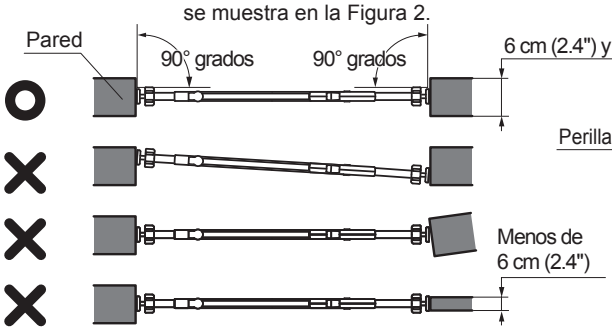
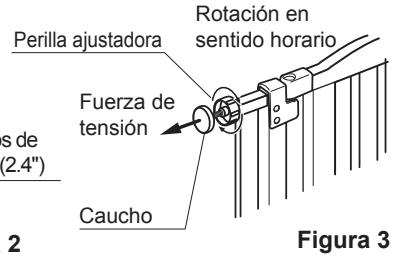

Figura 2
Figura 3
●Si el producto se ha instalado correctamente, la parte superior de la puerta (cuando se mira hacia abajo desde encima de la parte superior) será tan recta como una línea con cada extremo alineado en un ángulo de 90 grados según se muestra en la Figura 2.
❶ **Determine la dirección deseada de apertura de la puerta. Coloque el producto contra la pared en ángulo recto perpendicular según se muestra en la Figura 2. Apriete la Perilla Ajustadora superior hasta que el caucho de la Perilla Ajustadora haga contacto con la superficie de pared segúnse muestra en la Figura 3.**